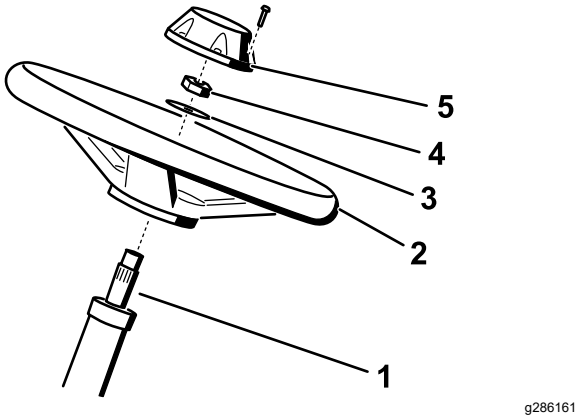

Bild 6
1. Tragen Sie Gleitmittel auf die Lenkwelle auf (in Bild 6 dargestellt).
2. Montieren Sie das Lenkrad mit der Scheibe und der Sicherungsmutter an der Lenkwelle (Bild 6).
4. Installieren Sie die Kappe am Lenkrad (Bild 6).